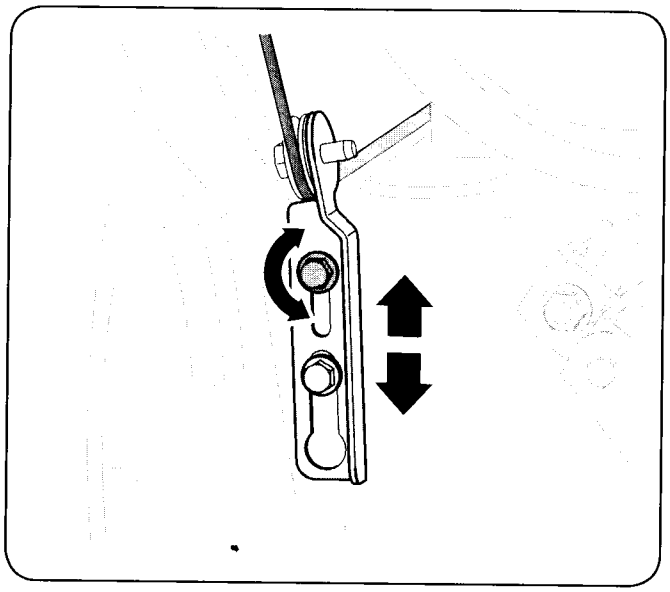

Figure 3-13
3. Remove the oil filler cap/dipstick. If the level is low, slowly add oil until oil level registers between high (H) and low (L), Fig. 3-13. Refer to the Engine Maintenance section for correct oil viscosity and engine oil capacity.
4. Allow the auger to remain engaged for approximately ten (10) seconds before releasing the auger control. Repeat this several times.
7. To readjust the control cable, loosen the upper hex nut on the auger cable bracket. Position the bracket upward to provide more slack (or downward to increase cable tension). See Fig. 3-13.